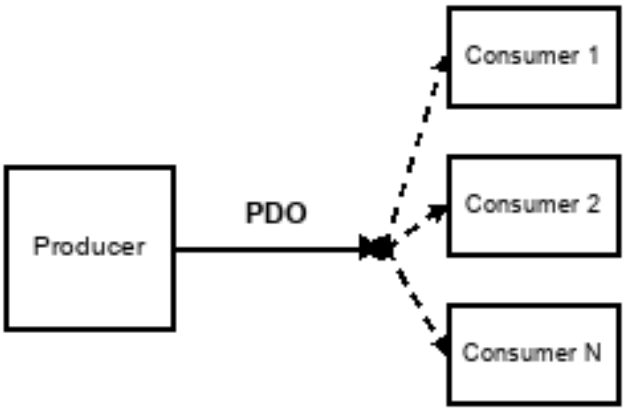

Figure A.3 Producer-consumer model
3. Process Data Object (PDO): PDO transfers real-time data using a producer-consumer model, as shown in Figure A.3. The data length is limited to 1~8 bytes. PDO communication objects have these features: